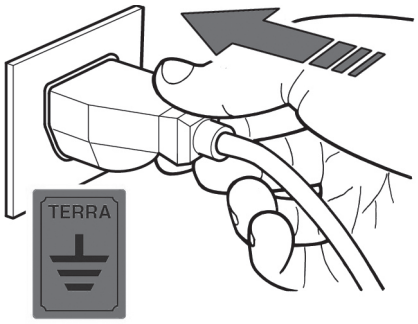

fig. 15
- E' obbligatorio che l'apparecchiatura completa sia collegata adeguatamente ad una efficiente presa a terra (fig.15).